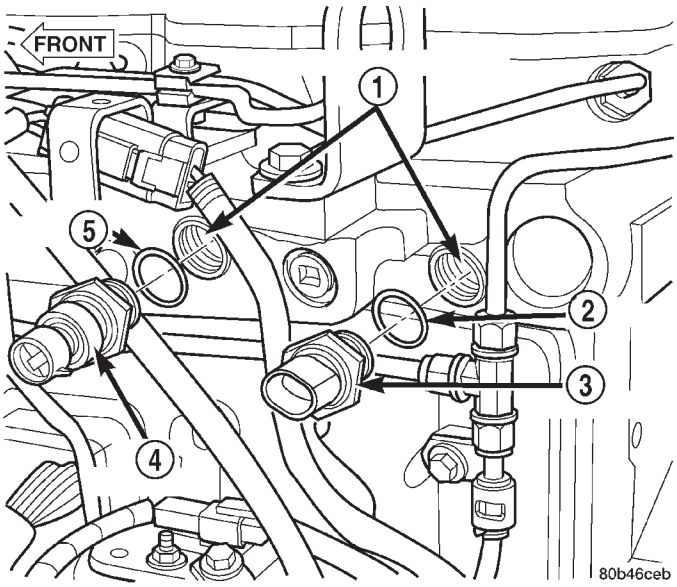

Fig. 32 IAT Sensor
The IAT sensor is located in the left/rear side of the intake manifold (Fig. 32).
(1) Disconnect electrical connector from IAT sensor (Fig. 32).